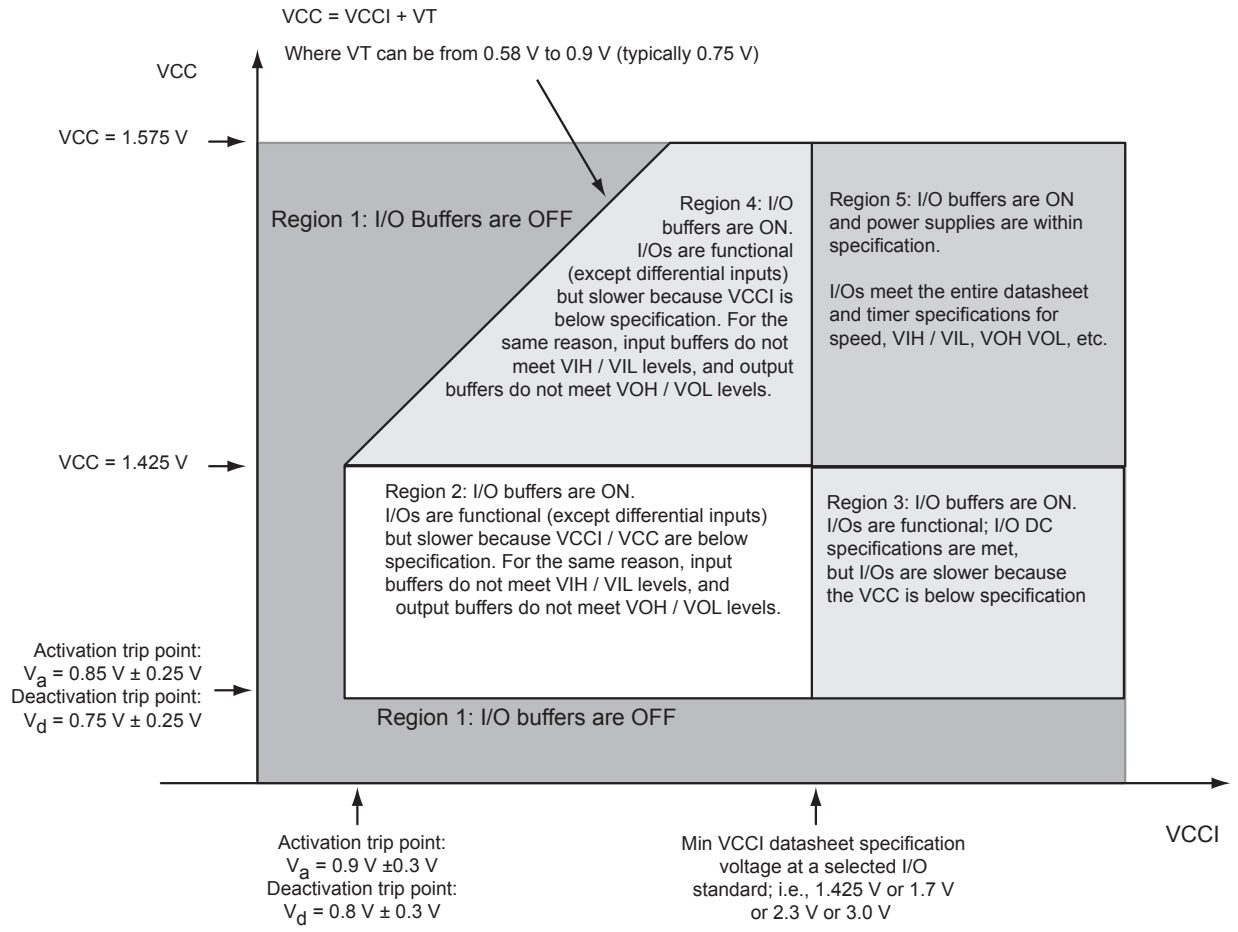

Figure 3-1 • **I/O State as a Function of VCCI and VCC Voltage Levels**
Sophisticated power-up management circuitry is designed into every Fusion device. These circuits ensure easy transition from the powered off state to the powered up state of the device. The many different supplies can power up in any sequence with minimized current spikes or surges. In addition, the I/O will be in a known state through the power-up sequence. The basic principle is shown in Figure 3-1 on page 3-6.
1. VCC and VCCI are above the minimum specified trip points (Figure 3-1).
Microsemi recommends using monotonic power supplies or voltage regulators to ensure proper power-up behavior. Power ramp-up should be monotonic at least until VCC and VCCPLX exceed brownout activation levels. The V_{CC} activation level is specified as 1.1 V worst-case (see Figure 3-1 on page 3-6 for more details).